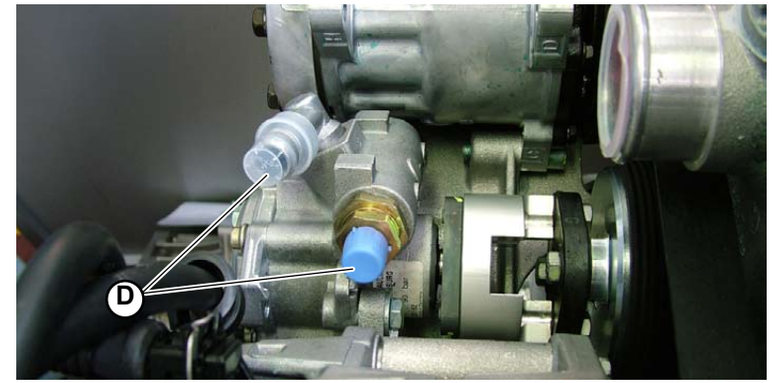

Fig.3
3. Remove the hydraulic fluid pipes from the pump and plug them (**D-Fig.3**).